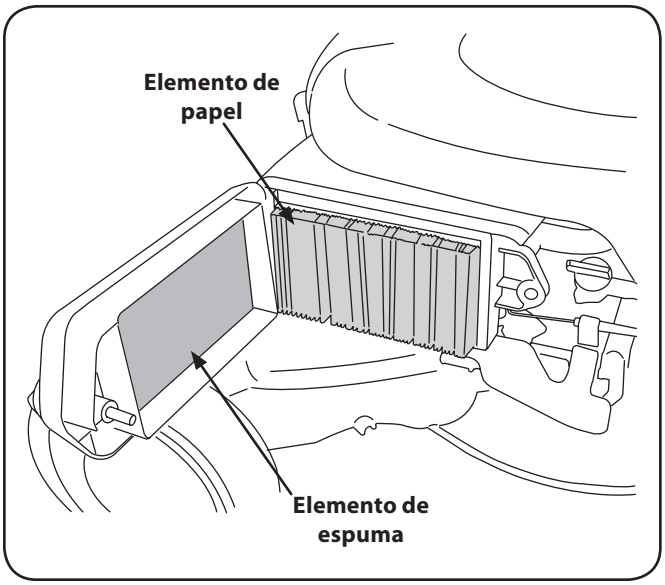

Figura 10-2
1. Retire el perno de mariposa y la cubierta del depurador de aire. Retire los elementos y sepárelos. Vea la figura 10-2. Sustituya el elemento de papel cuando sucio o dañado. Sustituya el elemento de espuma cuando dañado.